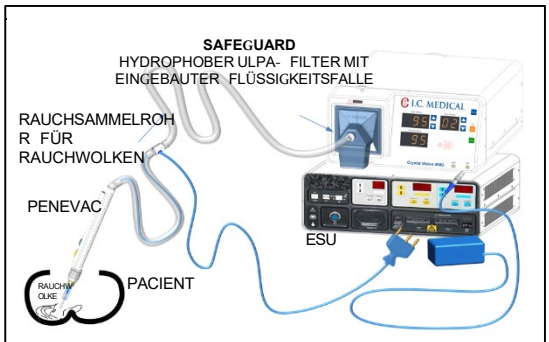
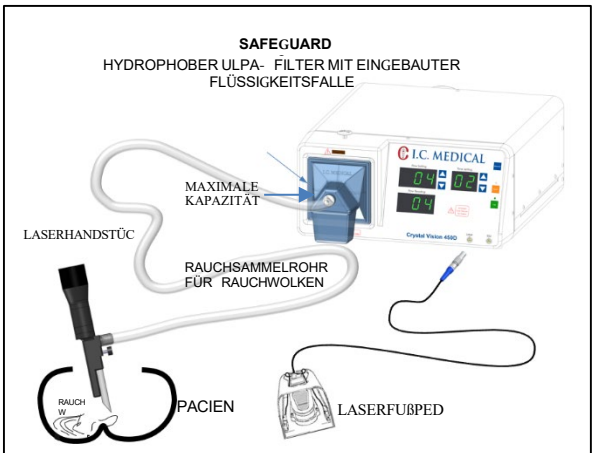

Abbildung 22: Einrichtung für die Verwendung vom CRYSTAL VISION®-Gerät mit einem ESU- System während einer offenen Operation.
Abbildung 23: Einrichtung für die Verwendung vom CRYSTAL VISION®-Gerät mit einem Laserhandstück.
3. Siehe Abbildung 22 oder Abbildung 23 für die Einrichtung.